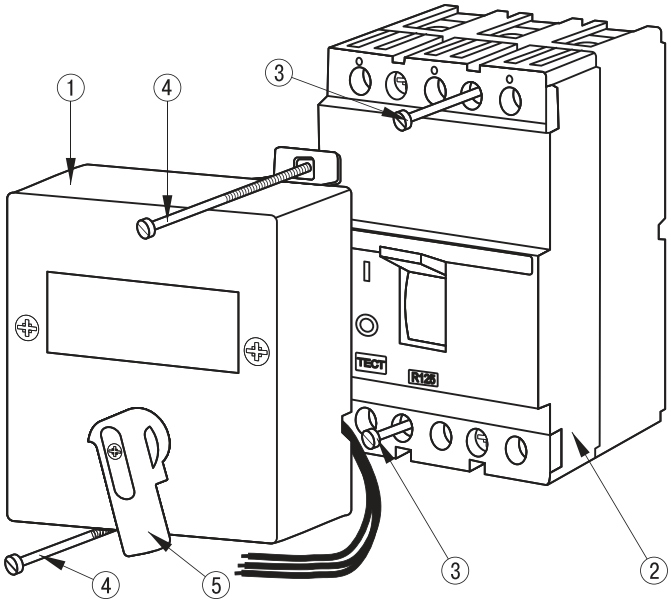

Рис. 5 Установка приводов 125А и 160А:
1. Монтаж электропривода 1 (рис. 5) производится на переднею панель выключателя 2. Для этого вывинчиваются два штатных винта 3, крепящие переднюю крышку выключателя. Установив электропривод, его закрепляют на корпусе выключателя двумя винтами 4 из прилагаемого комплекта крепежа.